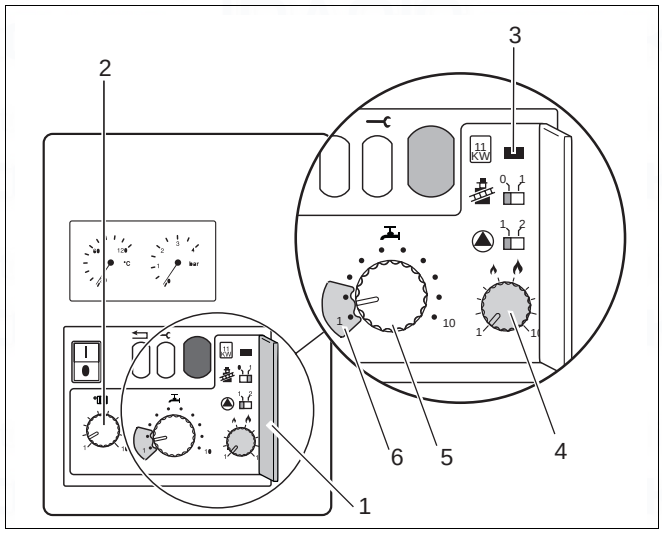

Fig. 33 Control box
- Open the cover to the 2nd operating level (fig. 33, item 1).
- Adjust the knob (fig. 33, item 2) to the desired flow temperature (table 6) for your particular installation.
- Adjust the heat-retaining and outlet temperature (table 6) using the hot-water temperature regulator (fig. 33, item 5).
To avoid energy losses set the controller to setting "**1**" (fig. 33, item 5). Remove the green blocking plate before making the adjustment.
Key to Fig. 33:
- Use the hot-water temperature regulator to adjust the temperature (fig. 33, item 5) to the desired setting table 6.
Set the heating capacity (table 7), according to the amount of heat required, at the controller (fig. 33, item 4).